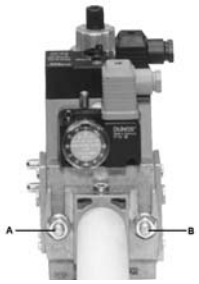
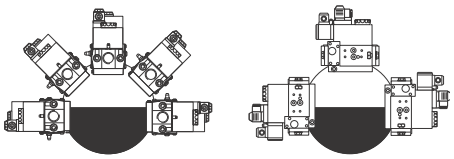

Fig. 4
Fig. 7
3. apretar los tornillos A, B, C y D (Fig. 4 - Fig. 5), respetando las posiciones de montaje (Fig. 7);